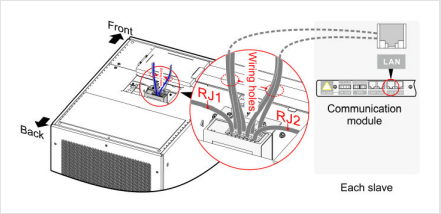
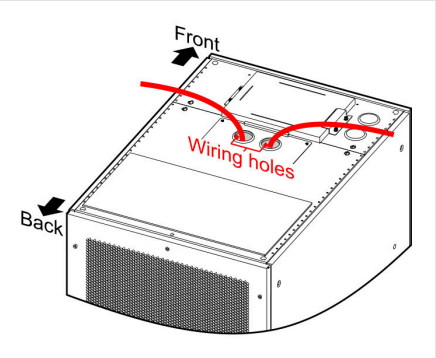

FIGURE 3-39 Step 6 — network cables into the device
FIGURE 3-40 Cable holes for the slaves
6. Plug the two network cables of step 2 into any ports of the networking device. Lead the network cables of the slaves through the top cable holes and plug them into free ports (Figure 3-39, Figure 3-40).